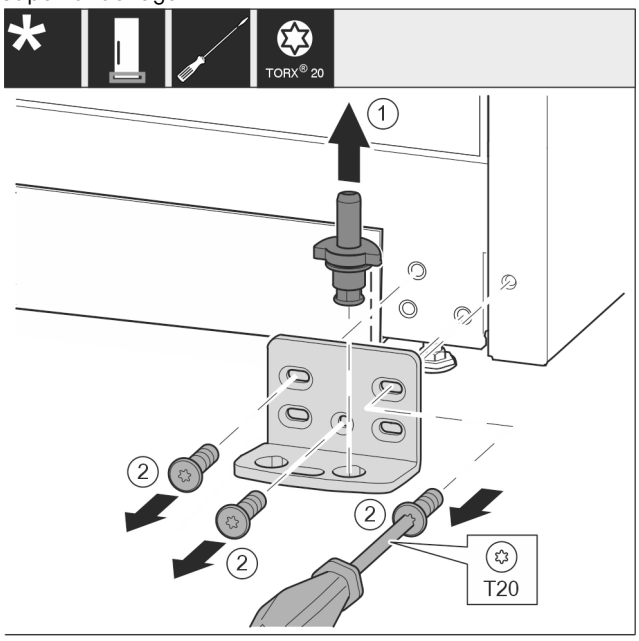

Fig. 18 *
- ▶ Extrageți complet bolțul de lagăr *Fig. 18 (1)* în sus.*
- ▶ Deșurubați șuruburile *Fig. 18 (2)* cu șurubelnița și detașați suportul de lagăr.*